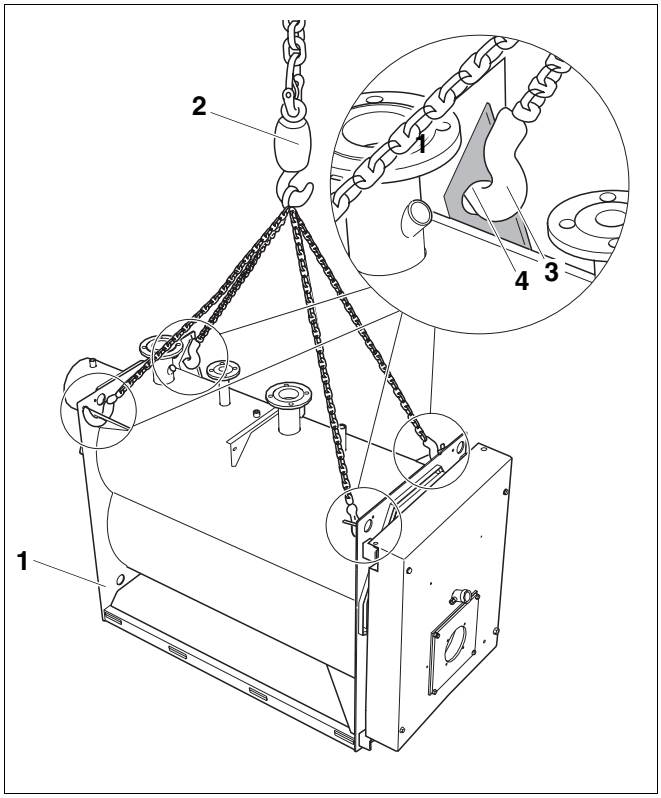

Рис. 4 Подъем корпуса котла краном
Корпус котла (рис. 4, **поз. 1**) можно поднимать и переносить с помощью крана.
- Крюки строп (рис. 4, **поз. 3**) вставить в отверстия на четырех косынках жесткости (рис. 4, **поз. 4**), расположенных на корпусе котла.
- Подвесить стропы на крюк крана (рис. 4, **поз. 2**).